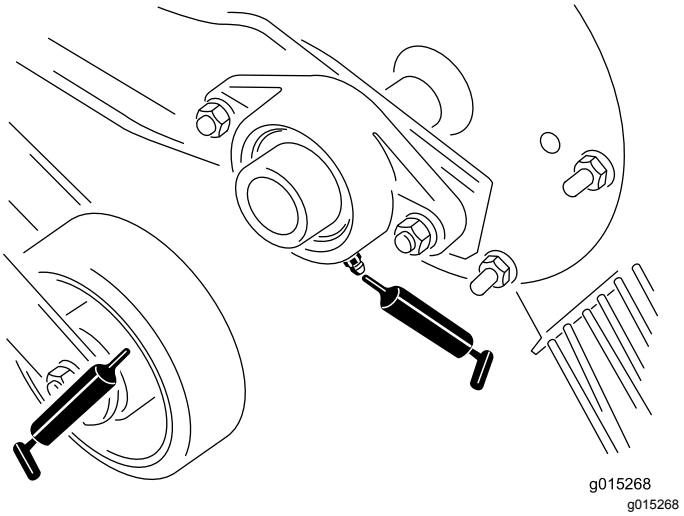
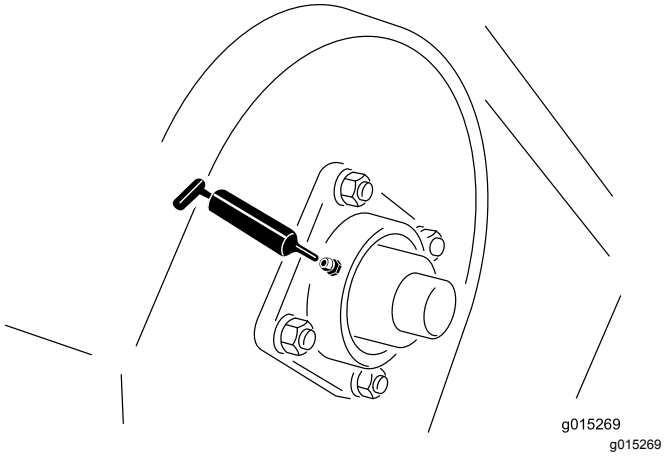
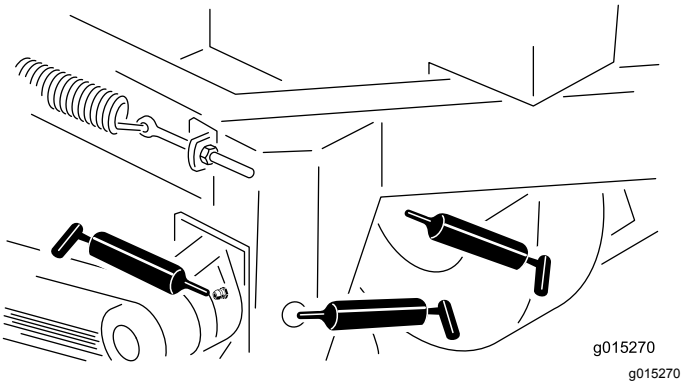

Figure 11
Figure 12
Figure 13
2. Injectez la graisse dans le roulement ou la bague (Figure 11, Figure 12 et Figure 13).